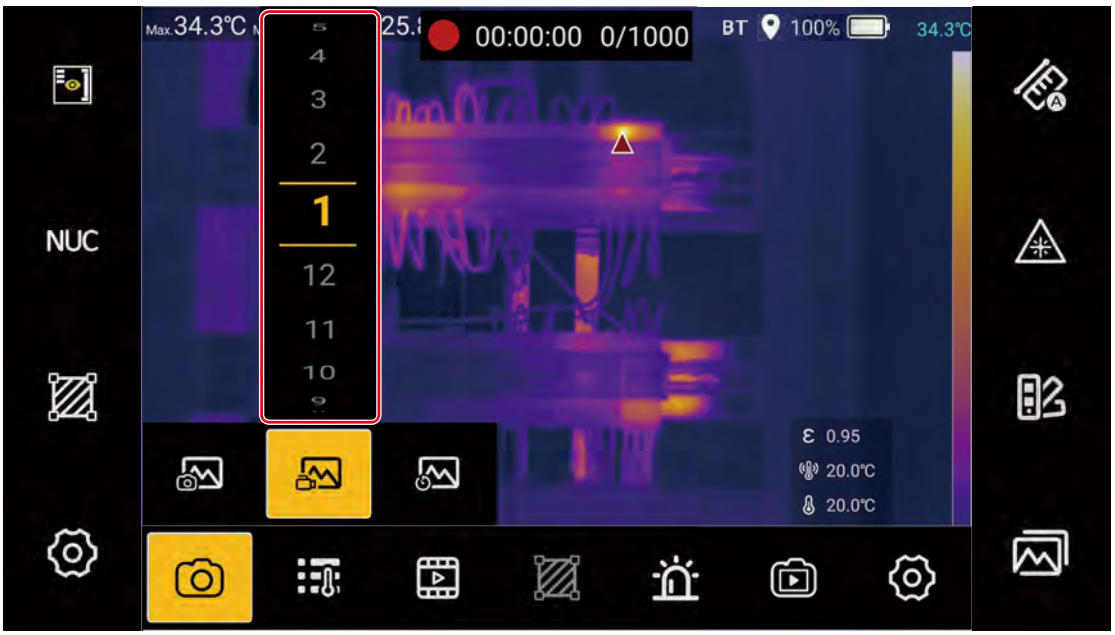

Figure 14. Set Frame Rate
3. Slide the wheel shown above the icon to select an appropriate frame rate, as shown in *Figure 14*.